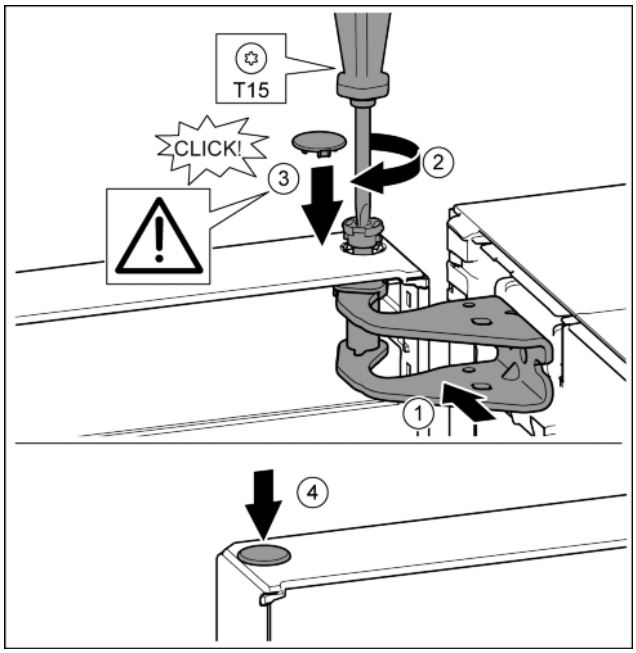

Fig. 20
▶ Align the top of the door with opening in the bearing bracket. *Fig. 20 (1)*
▶ Insert the bolt and tighten with a T15 screwdriver. *Fig. 20 (2)*
▶ Fit the protective cover to protect the door: Insert the protective cover and check that it is attached to the door. If not, insert the bolt fully. *Fig. 20 (3)*
▶ Insert the plugs. *Fig. 20 (4)*